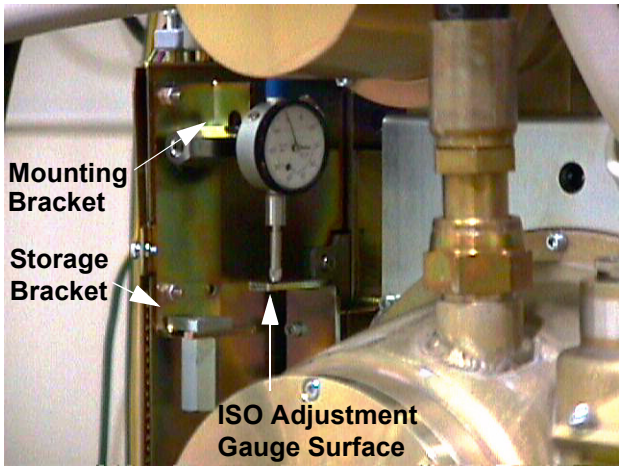

Figure 12-30 ISO Dial Gauge Mounting Location
7.) Mount the dial indicator on the tube assembly. (Figure 12-30.) Make sure that you zero it.